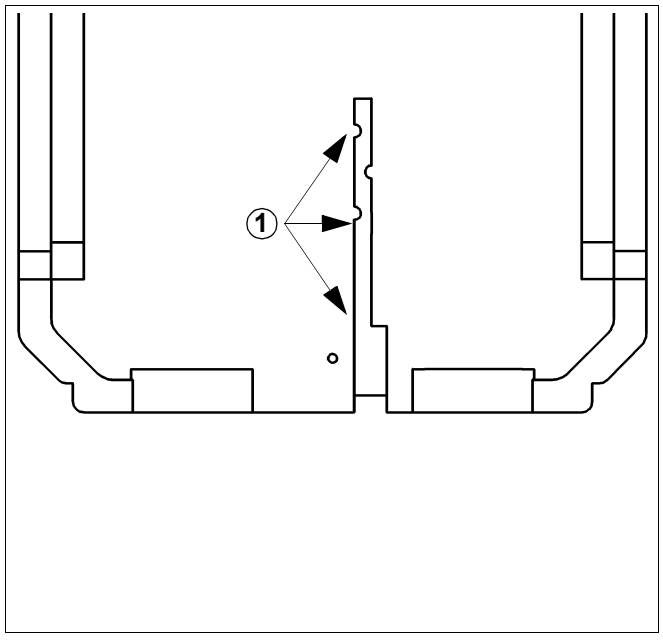

Рис. 13 Теплоизоляция на задней стенке котла
- Уложить электрические провода в кабельный канал (рис. 13, поз. 1), находящийся на теплоизоляции сзади котла и вывести их назад.